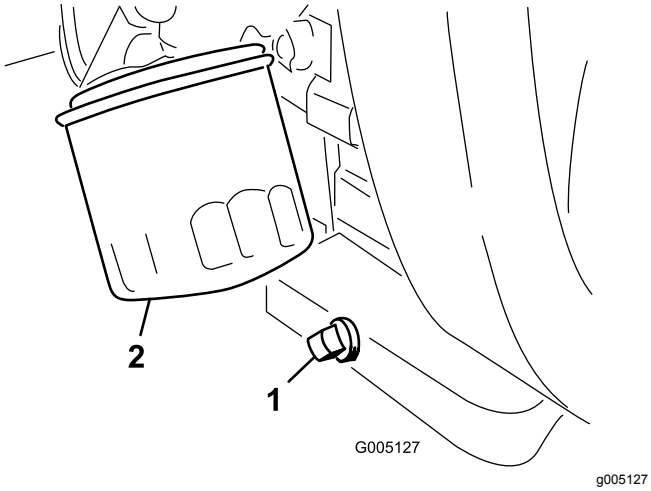

Figura 42
1. Retire el tapón de vaciado (Figura 42) y deje fluir el aceite a un recipiente apropiado.
2. Limpie las roscas del tapón de vaciado, aplique sellador de PTFE, e instale el tapón de vaciado (Figura 42).
3. Retire el filtro de aceite (Figura 42).